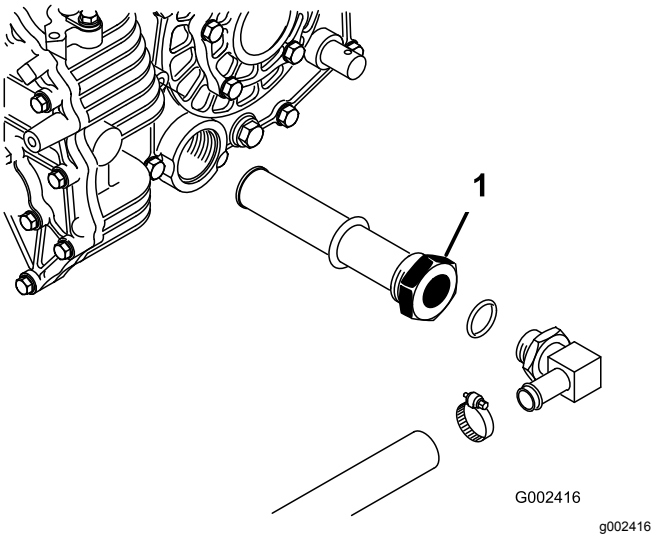

Figur 67
3. Læg mærke til hydraulikslangens retning og 90-grader-beslaget, som er tilsluttet filteret på siden af beholderen (Figur 67).